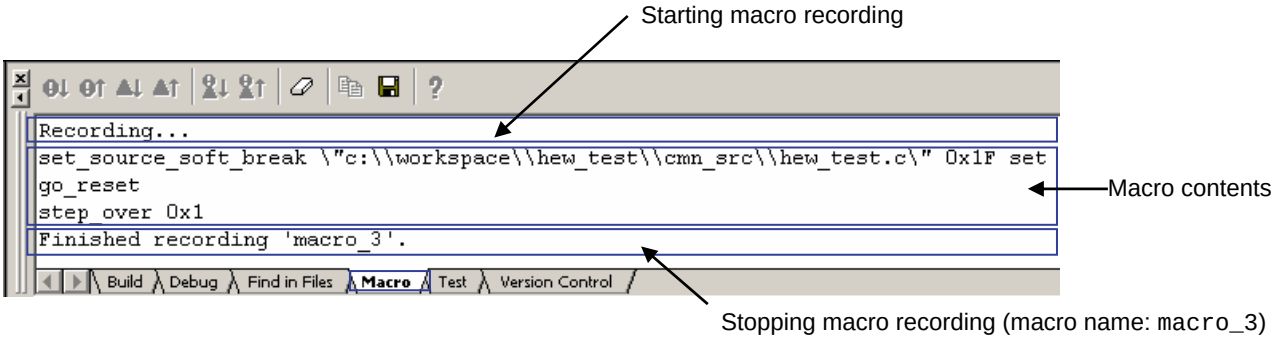

Figure 1-4
Enter the name of the new macro, and click the **OK** button. When recording is stopped, the mouse cursor returns to its previous state. Figure 1-4 shows an example of recording operations (1) to (3) below.
(1) Insert a breakpoint at line 31 in `c:¥workspace¥hew_test¥cmn_src¥hew_test.c` (from the **Edit** menu, choose **Toggle Breakpoints**)
(2) Perform a reset go (from the **Debug** menu, choose **Reset go**)
(3) Perform step over (from the **Debug** menu, choose **Step Over**)